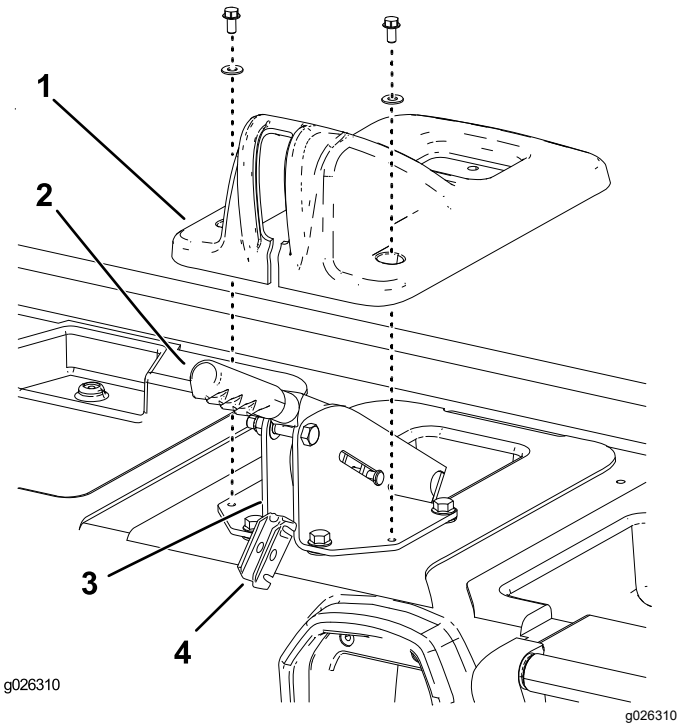

Figur 4
2. Fjern de to boltene og skivene som fester parkeringsbremsdekselet til setebasen (Figur 4).
3. Løft dekselet over parkeringsbremsspaken og av setebasen (Figur 4).
4. Fjern splittpinnen som fester utjevnerbraketten for bremsespak til bakre del av støttebraketten for bremsespak (Figur 4).
5. Løft utjevnerbraketten ut av støttebraketten og hekt løs bremsekablene fra den (Figur 4).
6. Fjern C-klipsen som fester bremsekablene til bakre del av støttebraketten for bremsespak (Figur 4).